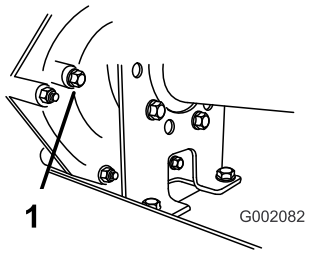

Figur 64
2. Fjern bolten fra nivåindikatorhullet (Figur 64).